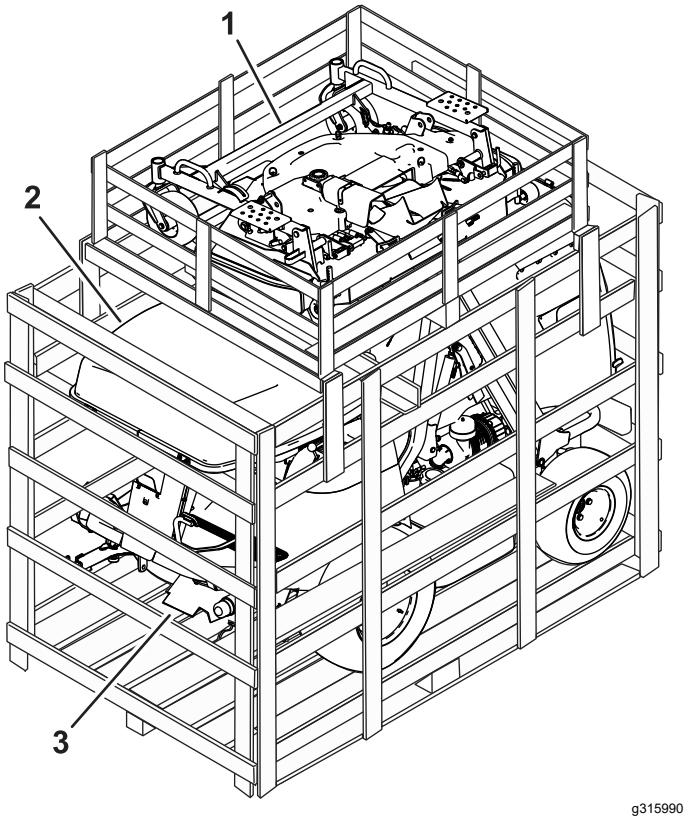

Bild 1
2. Entfernen Sie die Mähwerkskiste (Bild 1).
3. Nehmen Sie die Fangboxklappe aus der Kiste ab (Bild 1).
10. Nehmen Sie die Maschine aus der Transportkiste (Bild 1).